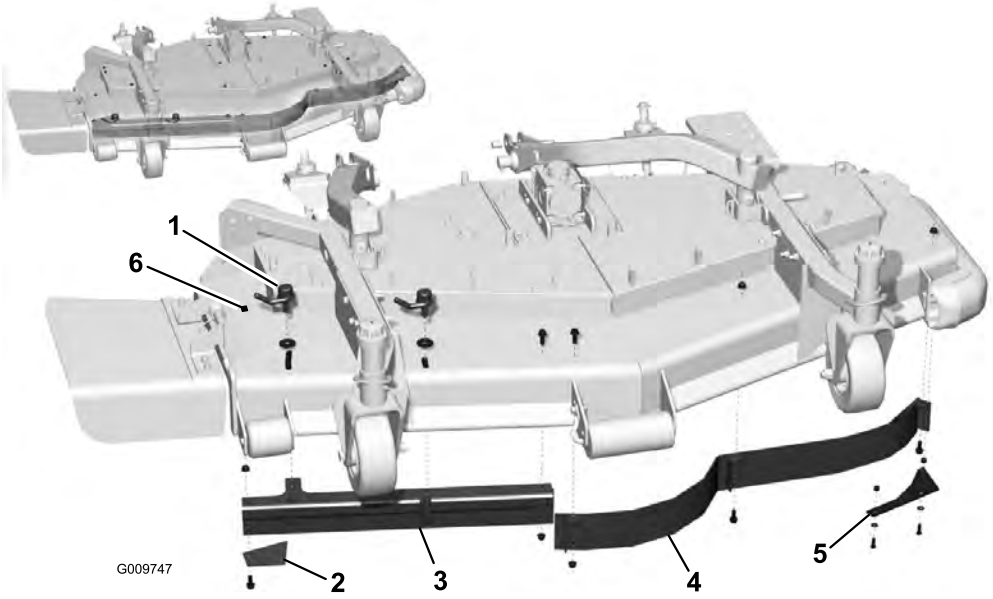

Figura 1
1. Retire las palancas o los pernos, las arandelas y las tuercas del deflector de flujo ajustable (Figura 1).
2. Retire los pernos y tuercas que sujetan el deflector de descarga, el deflector delantero y la chapa turbo (Figura 1).
3. Vuelva a instalar el perno de cuello cuadrado interior y la tuerca en el taladro cuadrado de la plataforma después de retirar el deflector de descarga (Figura 1).